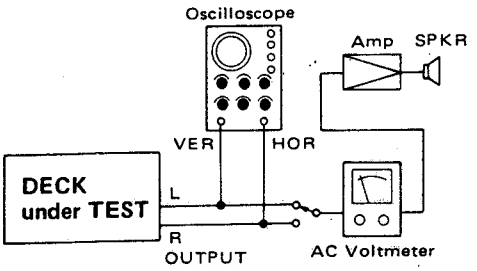

Fig. 4-3 Test setup for azimuth adjustment
1. Connect the deck to test equipment as shown in Fig. 4-3.
1. Fig.4-3のようにデッキを接続する。